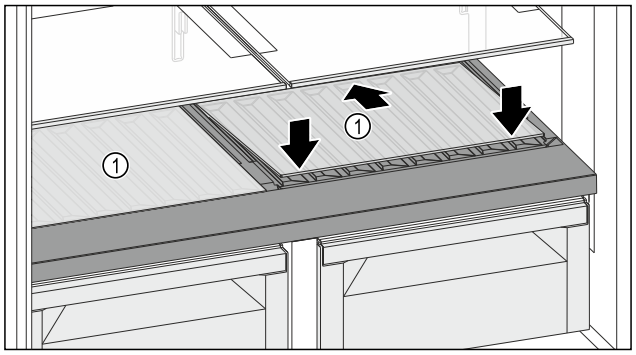

*Fig. 122*
- ▶ Coloque la placa de vidrio *Fig. 122 (1)* en ángulo e inclinada hacia atrás y hacia abajo.
- ▶ Levante la placa de vidrio *Fig. 122 (1)* por la parte delantera.